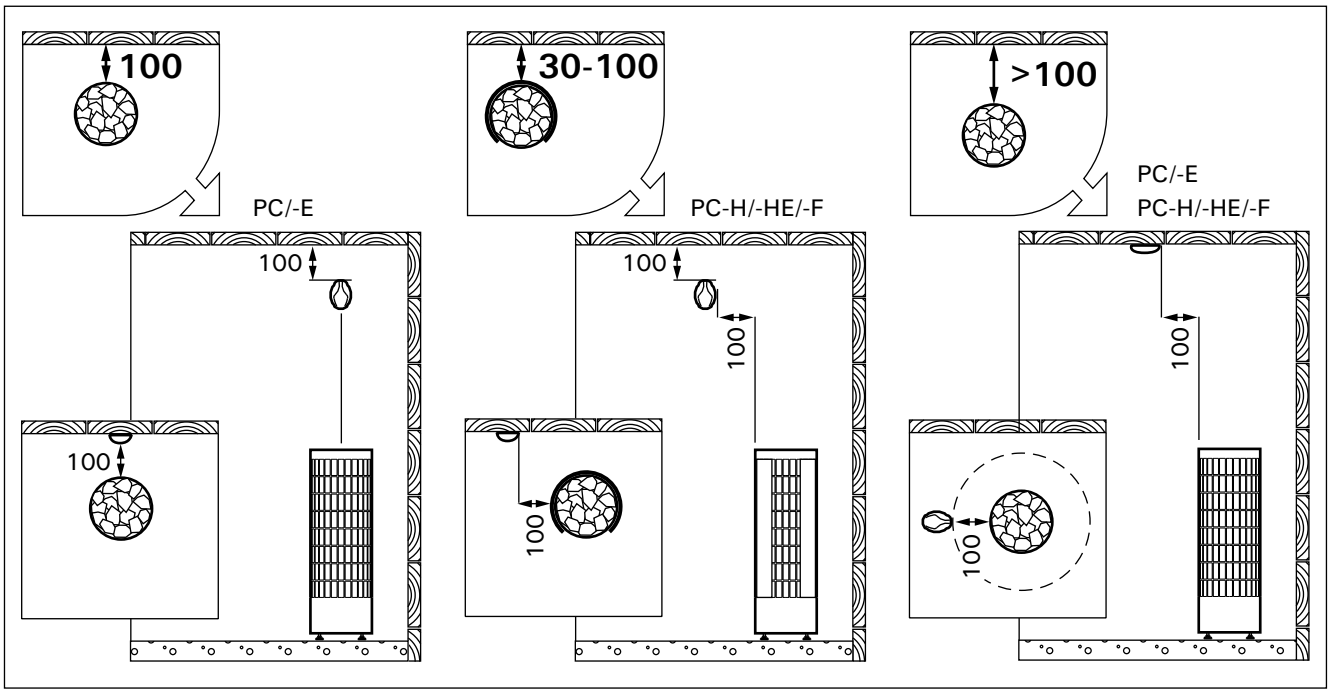

Рисунок 8. Установка датчиков (все размеры приведены в миллиметрах)
- Установите датчик (WX248) на стену сауны, как показано на рис. 8. При установке каменки от стены далее, чем 100 мм, датчик должен быть установлен на потолке.